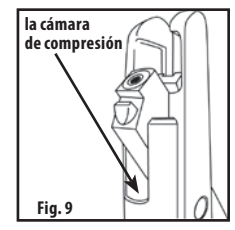

Fig. 9
4. Su rifle de aire mantendrá un funcionamiento adecuado durante más tiempo si lo aceita cada 250 tiros. Aplique una gota de Aceite de Silicona de Crosman en la cámara de compresión (Fig. 9) (modelo rmcoil- disponible en crosman.com.